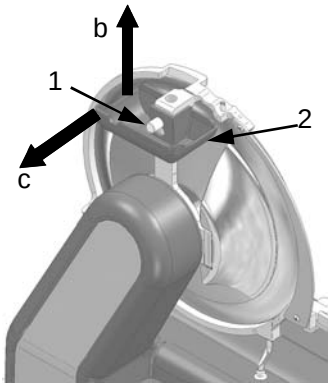

Abb.47
2. den Drehknopf (*Abb. 47 Detail 1*) loslösen;
3. die Wanne (*Abb. 47 Detail 2*) hochziehen (*Abb.47 Detail b*) und abnehmen (*Abb. 47 Detail c*), dabei den Drehknopf (*Abb.47 Detail 1*) durch die breitere Öffnung der Wanne schieben;